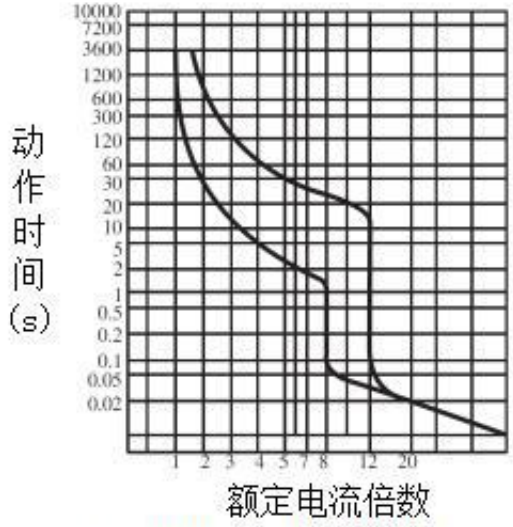
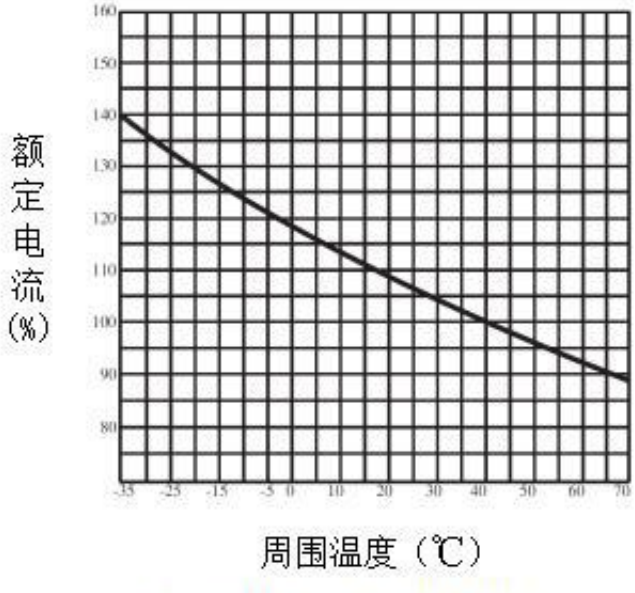

图 1 HYM3-63 动作特性曲线
图16　HYM3-800温度补偿曲线
4.3 断路器反时限特性曲线及其温度校正曲线见图 1～图 16